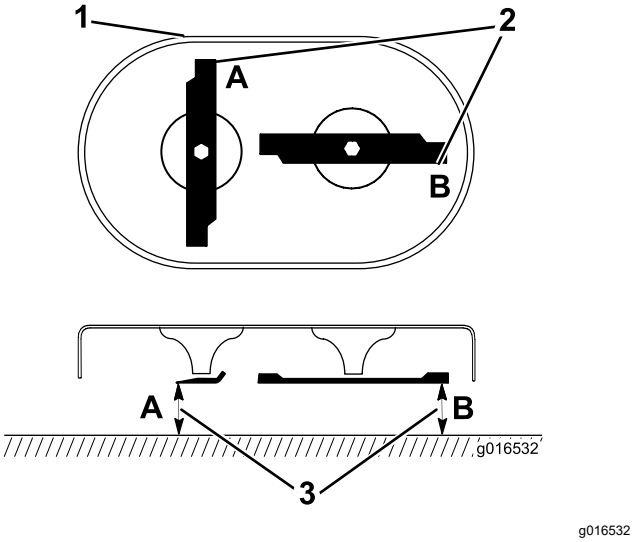

Figure 35
1. Faites tourner les lames jusqu'à ce qu'elles soient dans la position illustrée à la Figure 35.
2. Mesurez la distance entre une surface plane et le tranchant aux points **A** et **B**, (Figure 35), et notez les deux dimensions.